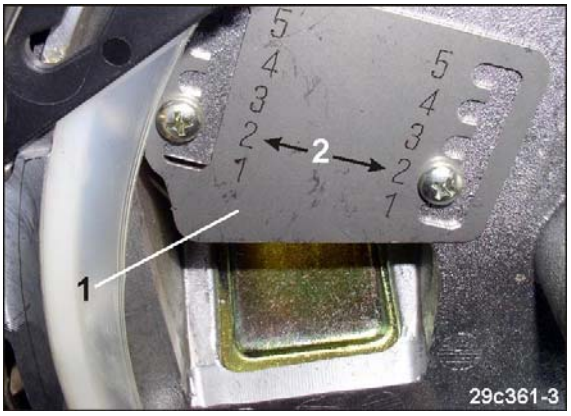

Fig. 100
8. Die Reduzierklappen-Position (Fig. 100/2) der Reduzierklappe (Fig. 100/1) ggf. ändern.